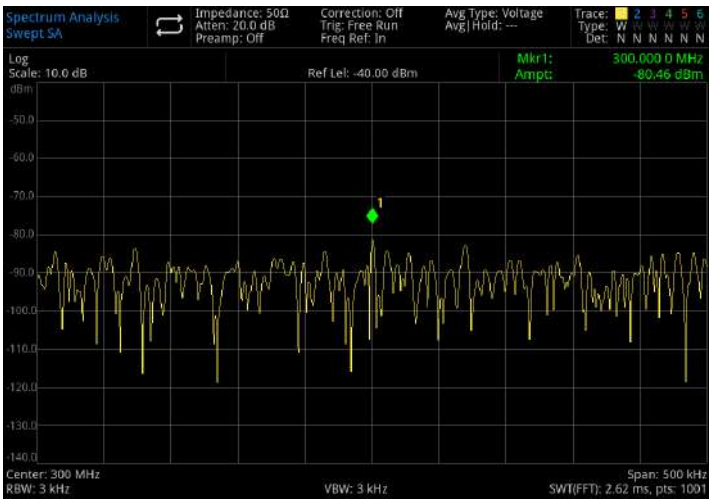

Figure 3-11 A Signal Close to Ground Noise
5. Decrease the sweep span to 500kHz（as shown in Figure 3-11）;